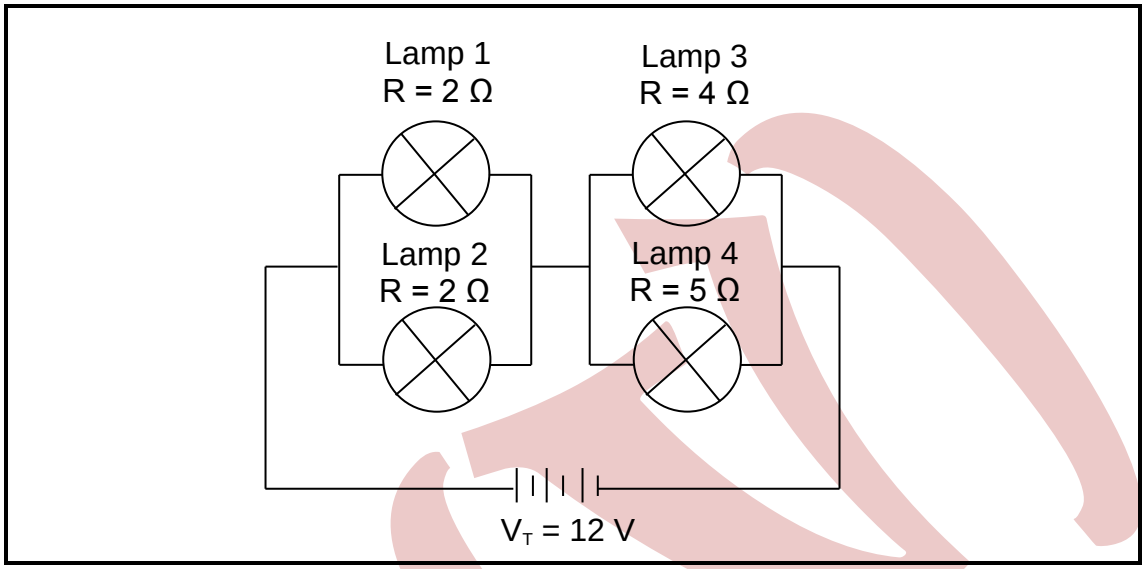

FIGURE 1.1
1.1 FIGURE 1.1 below indicates four incandescent lamps with different filament resistance values connected to a 12 V supply. Analyse FIGURE 1.1 and answer the questions.